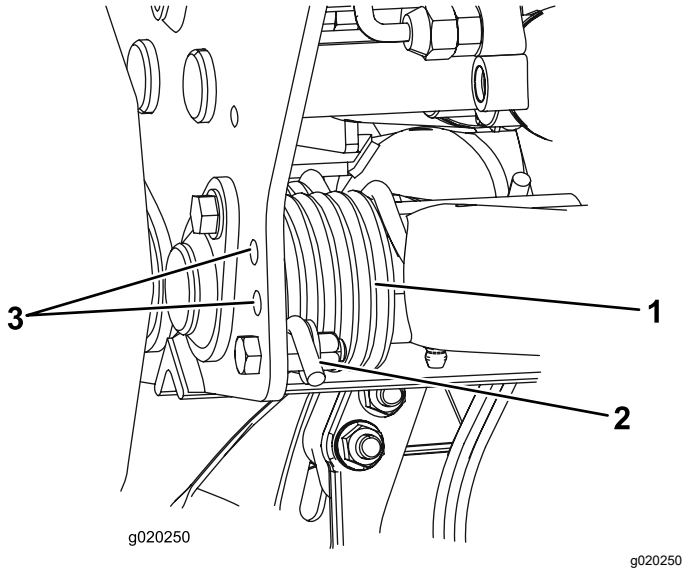

**Figur 34**
2. Før inn et rør eller lignende objekt på den lange fjærenden for å slippe noe av fjærspenningen under justering (Figur 34).
3. Mens du letter spenningen i fjæren, fjern bolten og låsemutteren som fester fjæraktuatoren til braketten (Figur 34).